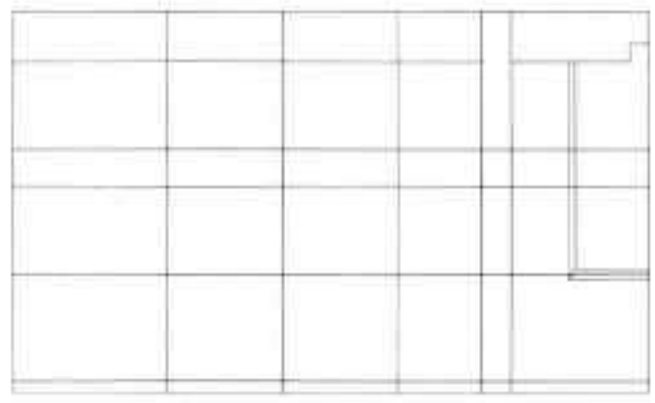

图19-89 偏移直线
Step 06 执行“偏移”命令，将轮廓线分别向右偏移 1200mm、900mm 和 900mm，再分别向下偏移 1100mm、300mm、700mm 和 850mm，如图 19-89 所示。